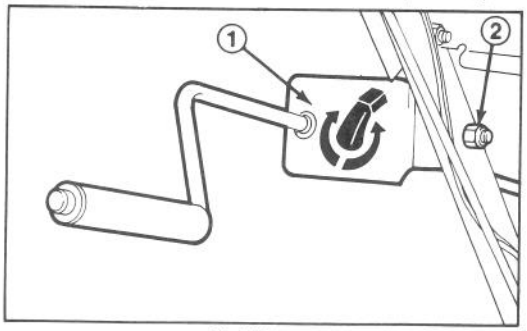
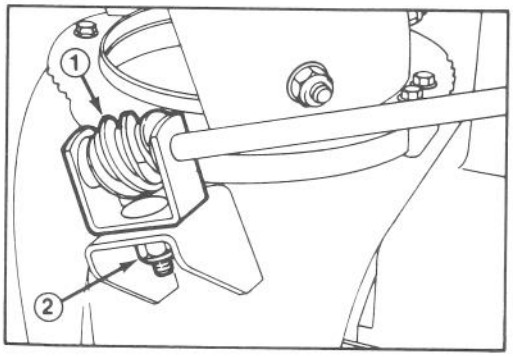

Abbildung 9
Abbildung 10
1. Den Haltewinkel mit der Auswurfbetätigungsstange mittels Kopfschraube und Mutter links am Griffholm befestigen, die Mutter aber noch nicht festziehen (Abb. 9).
2. Die Schnecke mit Allzweckfett schmieren. Dann den Halter mit der Schnecke auf der Winkelkonsole montieren und mit Sicherungsscheibe und Kontermutter befestigen (Abb. 10).
3. Die Schnecke fest in die Verzahnung des Aufnahmekranzes hineindrücken und die Sicherungsmutter festziehen (Abb. 10). Dann die Sicherungsmutter zur Befestigung des Haltewinkels der Auswurfbetätigung am linken Holm anziehen (Abb. 9).